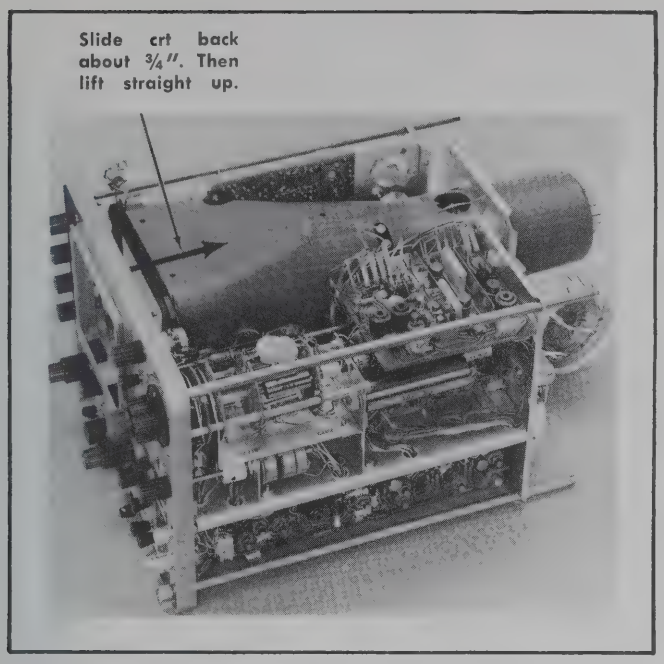

Fig. 4-5. Removing the cathode-ray tube.
11. Slide the CRT assembly to the rear of the instrument until the shield clears the mounting studs. The, lift the CRT assembly straight up and out of the instrument (see Fig. 4-5).